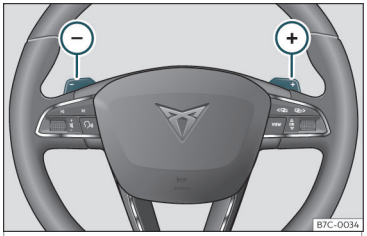

Fig. 202 Volante: palancas para cambio automático.
- Pulse la leva de cambio ⊕ para insertar una marcha superior ››› **fig. 202**.